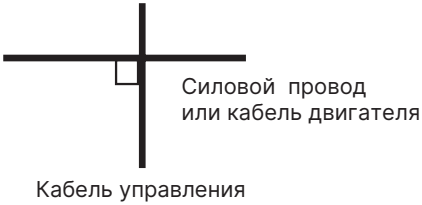

Рис. 4-2 Требования к электрическим подключениям
5. Нельзя прокладывать силовой кабель (R, C, T, U, V, W) параллельно сигнальному кабелю, а также объединять их в жгуты. Расстояние между ними должно быть более 20~60 см (в зависимости от номинальной силы тока). Если их пересечение неизбежно, то оно должно образовывать угол, близкий к 90° (см. Рис. 4-2).